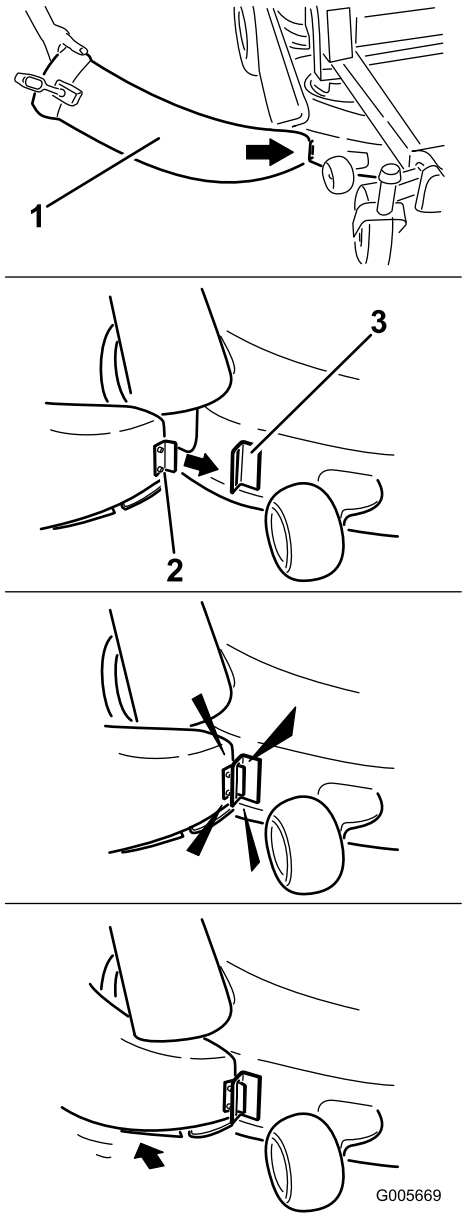

Figura 11
4. Introduzca la pestaña metálica del extremo delantero del conducto en la ranura del soporte que está soldado a la plataforma del cortacésped, justo por delante del orificio (Figura 11).
5. Gire el conducto hacia atrás y hacia la plataforma de modo que el conducto quede enrasado con la plataforma del cortacésped (Figura 11).